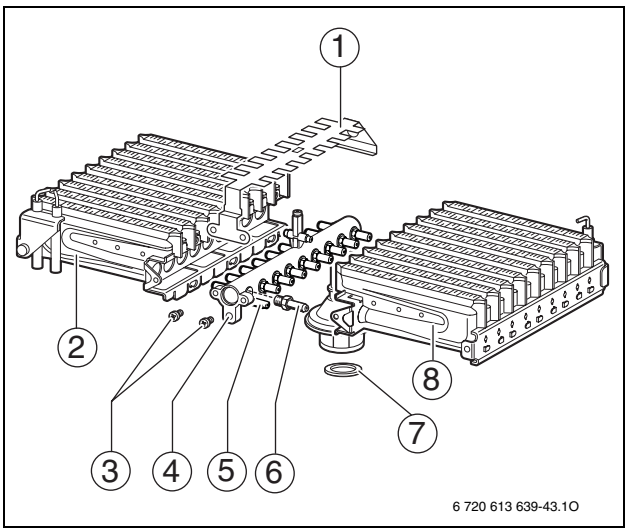

Fig. 33
- Smontare il bruciatore (→ fig. 33, pos. 2 e 8 / → cap. 12.2.1).
- Sostituire gli ugelli (6).
- Rimontare il bruciatore (→ fig. 33, pos. 2 e 8).